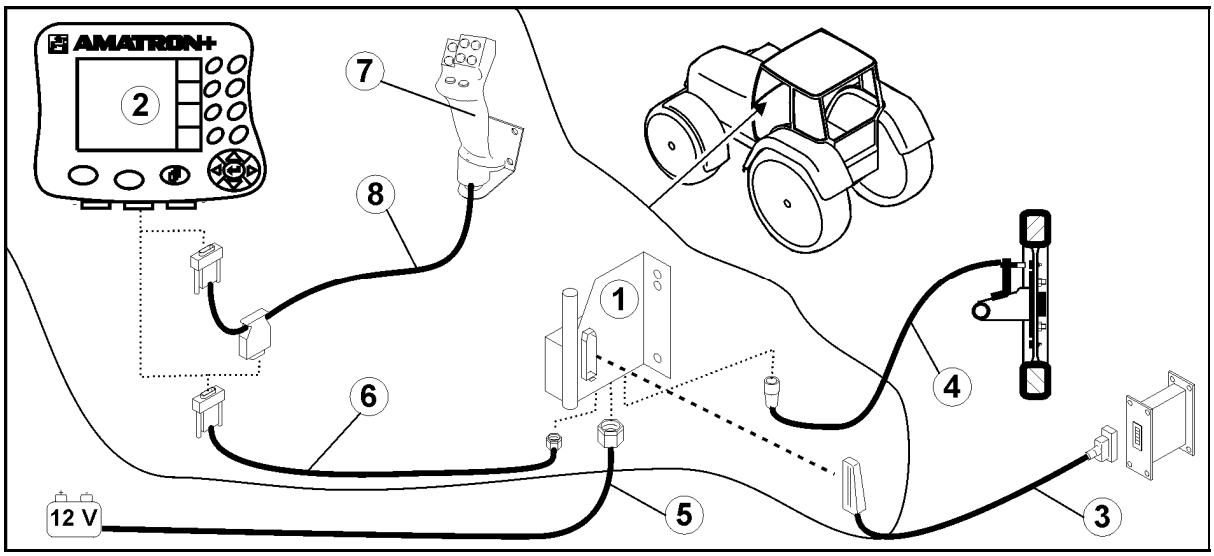
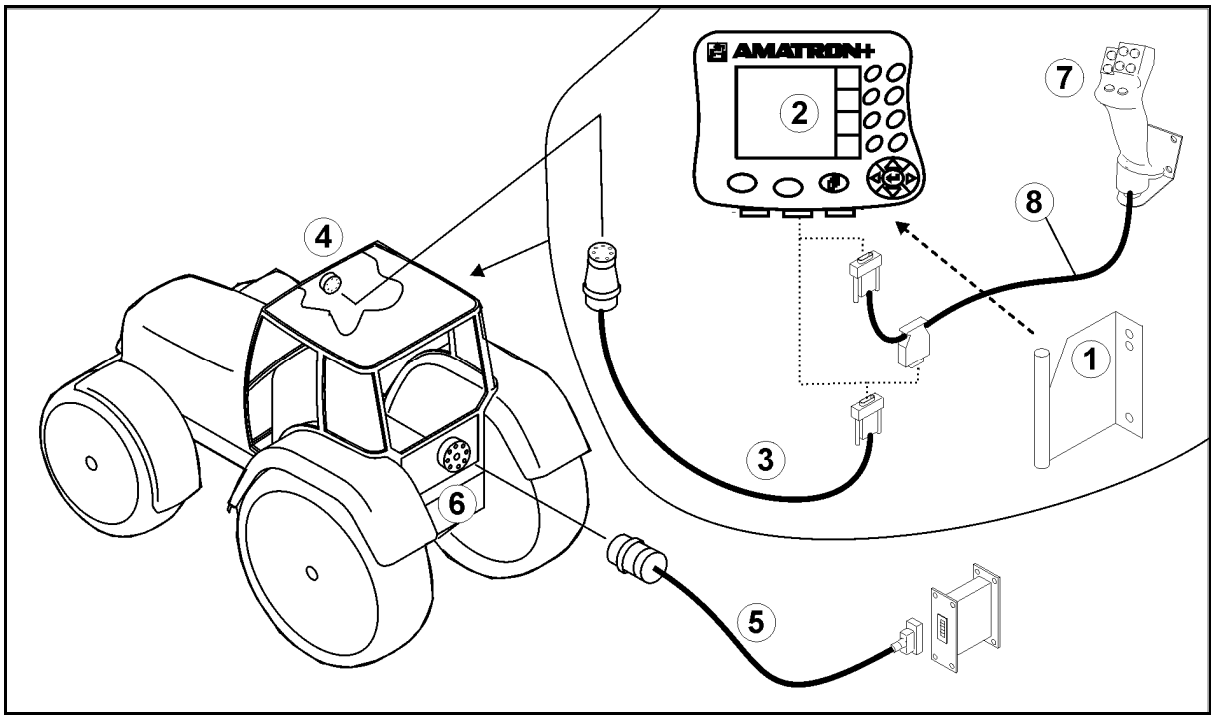

Fig. 2
Fig. 3
Example: (Fig. 3/6)
- Figure 3
The multifunction stick (Fig. 2/7) is connected using a Y-cable (Fig. 2/8).
- The tractor basic equipment (Fig. 2/1, with standard connection) or the console (Fig. 3/1, with ISO bus) must be installed so that is free from vibrations and electrically connected to the right of the driver's position in the tractor cab, within visual range and easy to access.
- The battery cable (Fig. 2/5).
- Signal cable from the tractor signal socket or distance sensor (Fig. 2/4).
- Connecting cable to AMATRON+ (Fig. 2/6).
- Plug the **AMATRON+** (Fig. 2/2) into the tractor's basic e-quipment.
- Insert the connector of the connecting cable (Fig. 2/6) into the middle 9-pin Sub-D bushing (Fig. 1/1).
- Connect the machine via the connector (Fig. 2/3) to the **AMATRON+**.
- Install the **AMATRON+** (Fig. 3/2) on the console (Fig. 3/1).
- Connect the **AMATRON+** via the middle 9-pin Sub-D-bushing (Fig. 1/1) with connector cable (Fig. 3/3) to the ISO bus terminal socket (Fig. 3/4).
- Connect the machine via an equipment connector cable (Fig. 3/5) with the ISO bus equipment socket (Fig. 3/6).